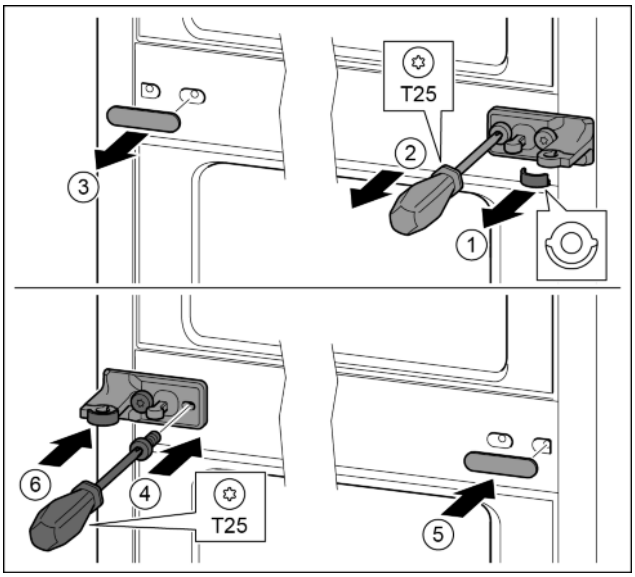

Fig. 32
▶ Scheibe abziehen. *Fig. 32 (1)*
▶ Schrauben mit Schraubendreher T25 herausdrehen. *Fig. 32 (2)*
▶ Abdeckung vorsichtig abziehen. *Fig. 32 (3)*
▶ Lagerbock mit Folie um 180° gedreht auf der anderen Seite fest anschrauben. *Fig. 32 (4)*
▶ Abdeckung um 180° gedreht auf der anderen Seite anbringen. *Fig. 32 (5)*
▶ Scheibe von vorn aufschieben. *Fig. 32 (6)*